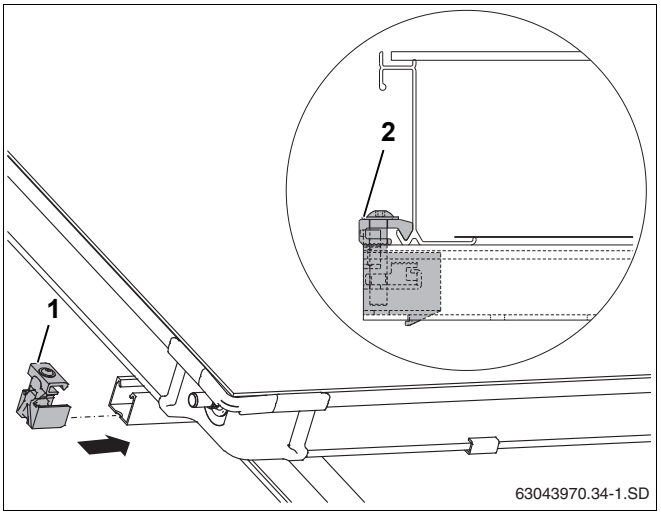

Рис. 52 Односторонний зажим коллектора слева
- Задвинуть односторонние зажимы (рис. 52, **поз. 1**) в верхнюю и нижнюю профильную рейку.
- Придвинуть зажимы к раме коллектора и затянуть ключом SW5 (рис. 52, **поз. 2**).
Теперь прижим (рис. 52, **поз. 2**) находится в нижней кромке коллектора.